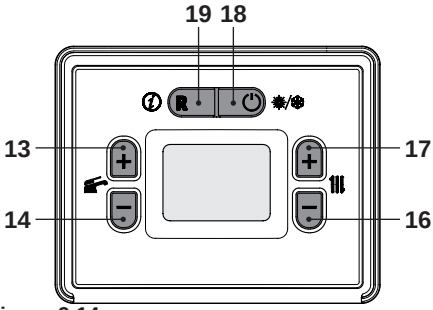
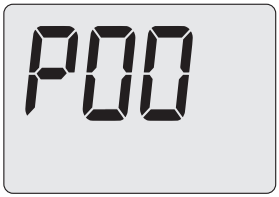
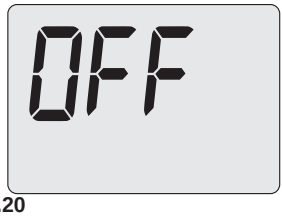

Figura 9.14
Figura 9.15
Figura 9.20
- Entrare in "modalità programmazione" premendo contemporaneamente per 5 secondi i tasti 18 e 19 (Figura 9.14). Sul display LCD appare il codice **P00**, indicante l'entrata nel "parametro P00" (Figura 9.15).
- Premendo il tasto 17 (Figura 9.14) sul display LCD appare il valore del parametro P06 (Figura 9.17).
- Premendo il tasto 13 (Figura 9.14) si ottiene la conferma del valore inserito e l'attivazione della funzione.
- Premendo il tasto 13 (Figura 9.14) si ottiene la conferma del valore inserito e l'attivazione della funzione. (Figura 9.19).
- Spegnere la caldaia premendo il tasto 18 (Figura 9.14) fino a far apparire sul display LCD le lettere **OFF** (Figura 9.20).